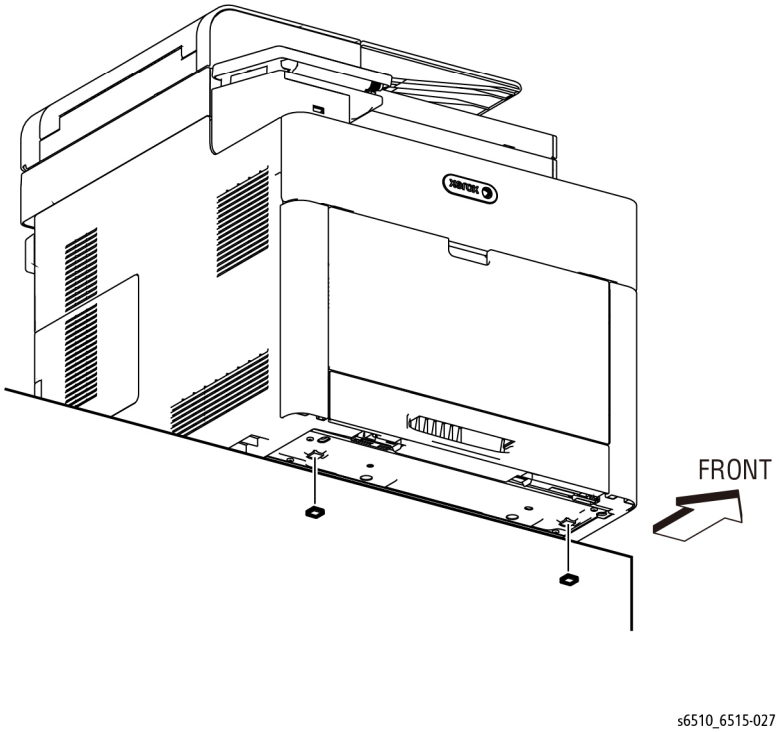

Figure 1 Replace the Front Bottom Feet
2. Refer to Figure 1 to replace the front two feet.